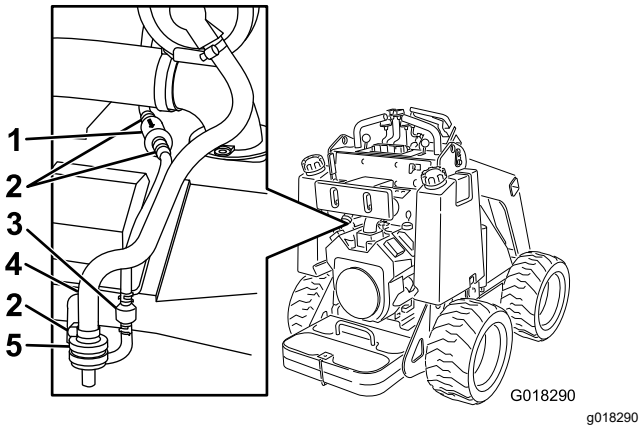

Figuur 23
3. Maak de slangklem boven het luchtfilter van de koolstofhouder los (Figuur 23).
4. Verwijder het luchtfilter en gooi het weg (Figuur 23).
5. Plaats een nieuw filter in de slang en bevestig het met de slangklem (Figuur 23).
3. De verende slangklemmen aan beide zijden van het purgeerlijnfilter van de koolstofhouder wegnemen van het filter (Figuur 23).
4. Verwijder het purgeerlijnfilter en gooi het weg (Figuur 23).
5. Monteer een nieuw filter op de slang. De pijl op het filter moet naar de afsluitklep wijzen. Bevestig met de slangklemmen (Figuur 23).